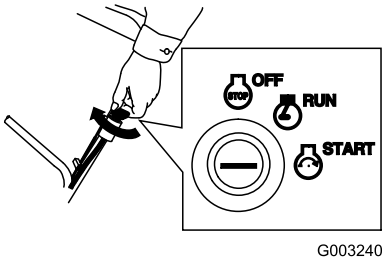

Figure 20
- Turn the ignition key to the Start position; when the engine starts, release the key (Figure 20).